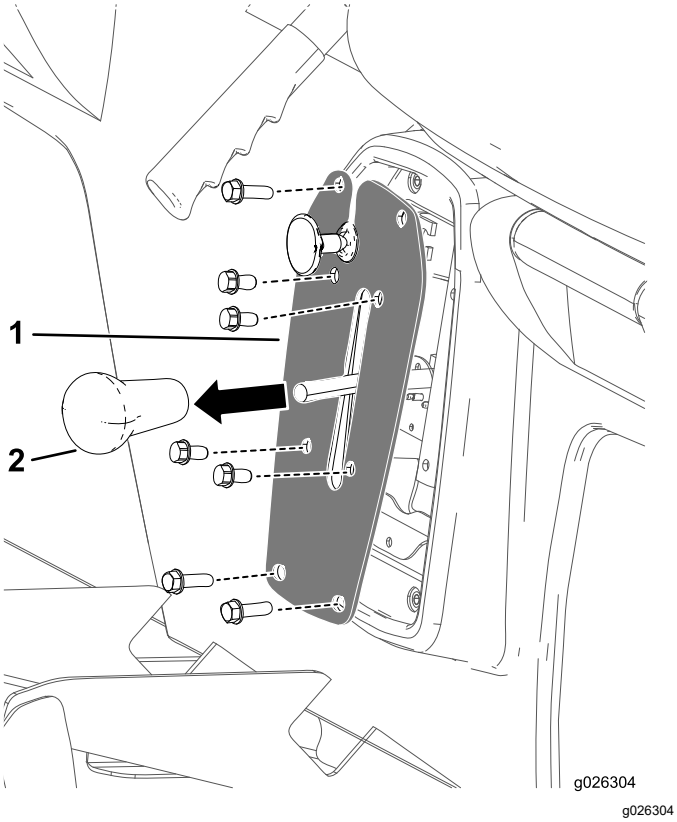

Figur 43
1. Ta bort knoppen från växelspaken (Figur 43).
2. Ta bort de fyra skruvarna som håller fast växelspaksplattan på växelspaksfästet (Figur 43).
3. Ta bort de fyra skruvarna som håller fast växelspaksplattan vid sätessockeln och ta bort växelspaksplattan (Figur 43).
4. Gänga på växelspakens knopp och dra åt den för hand (Figur 43).